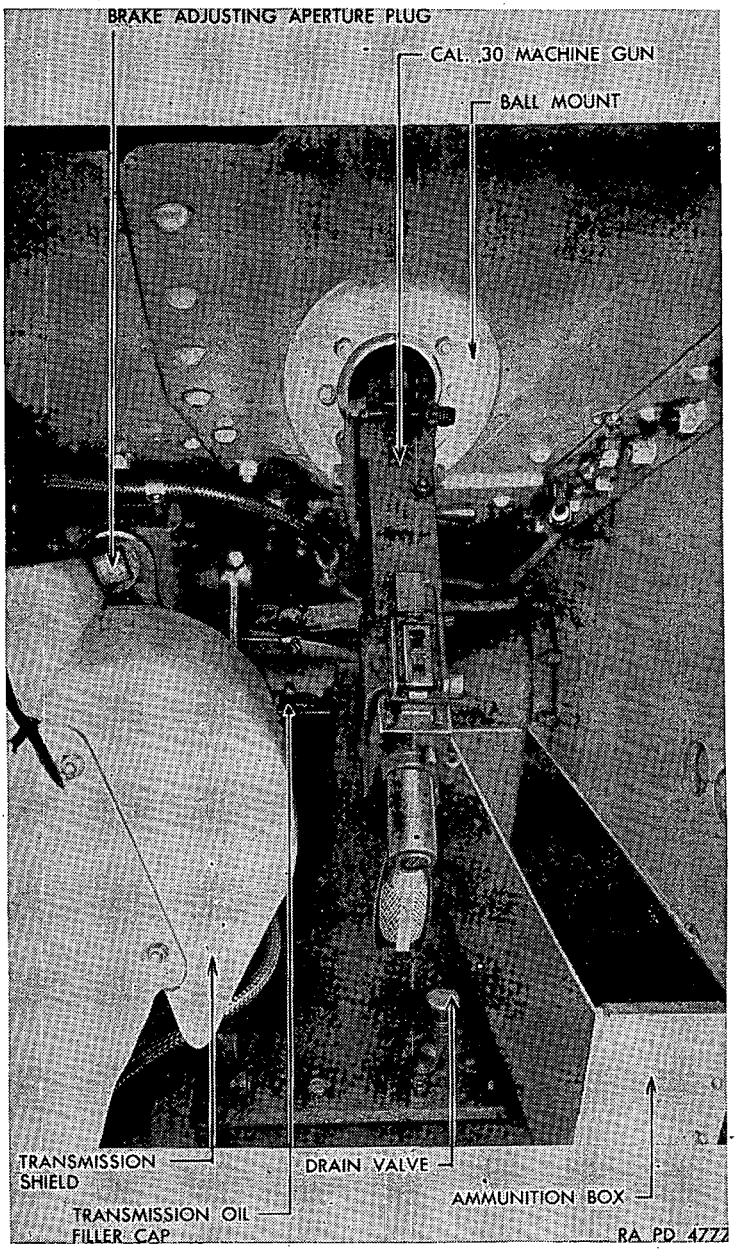

FIGURE 17.—Bow gunner's compartment.
c. Bow gun mount.—A 3½-inch ball mount in the bow gunner's compartment mounts a caliber .30 machine gun and is operated by the bow gunner (fig. 17). The gun is manually fired by a trigger, and elevation and traverse are manually controlled by the gunner.